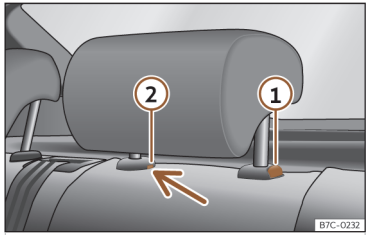

Fig. 94 Apoyacabezas trasero: desmontaje.
- Pulse la tecla ››› **fig. 94** ①, apretando a la vez por el orificio del seguro ② con un destornillador plano de máximo 5 mm de anchura y retire el apoyacabezas.